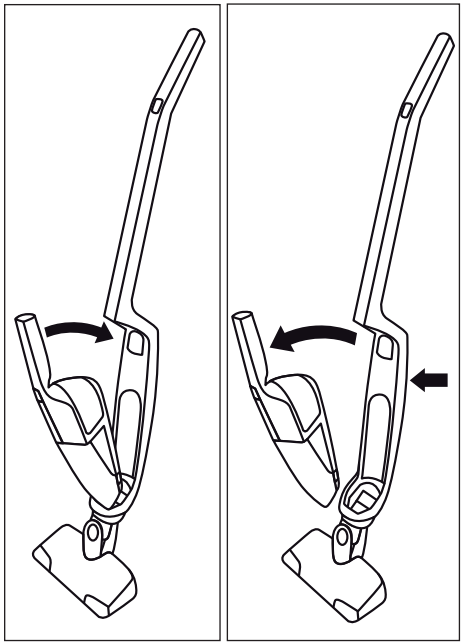

Bild 1 Bild 2
- För att koppla ihop handenheten ❹ med skaftet för du in den spetsiga änden av handenheten ❹ i öppningen på inbuktningen ⑬.
- Tryck sedan in handenhetens ❹ handtag ❶ i skaftet så att handenheten ❹ fastnar ordentligt (bild 1).
- För att lossa handenheten ❹ från skaftet trycker du på knappen för att lossa handenheten ⑫.